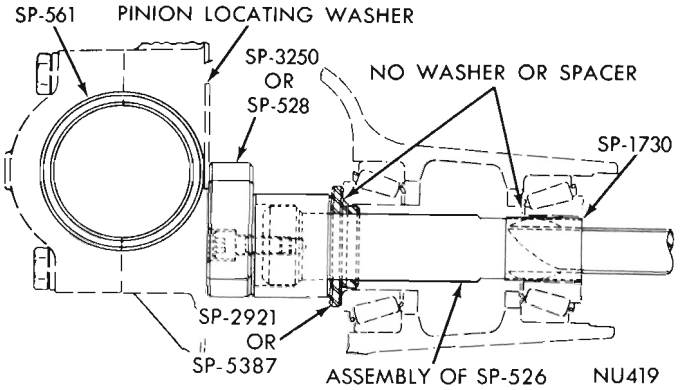

Fig. 31—Tool C-758-D4 Installed in Housing (8-3/4" Large Pinion)
(1) Assemble spacer SP-2921 to main section of tool followed by spacer SP-1730. Install rear pinion bearing cone over spacer SP-1730 and against spacer SP-2921 (Fig. 31).
(2) Insert assembly into carrier and install front pinion bearing cone over tool shaft and in its proper position in bearing cup. Install tool spacer, tool thrust washer and tool nut on shaft.
(3) With nose of carrier up, place flange holding Tool C-3281 on compression sleeve. Allow assembly to rotate while tightening nut to not more than 25-50 foot-pounds. **Always make sure bearing cones are lubricated with hypoid gear lubricant.**
(1) Assemble spacer SP-5387 to main section of tool followed by spacer SP-1730. Install rear pinion bearing cone over spacer SP-1730 and against spacer SP-5387 (Fig. 31).
(4) Turn tool several complete revolutions in both directions to permit bearing rollers to seat. After bearing rollers are properly seated, check bearing preload by rotating tool with an inch-pound torque wrench. The correct bearing preload should be from 20-30 inch-pounds for new bearings and 0-15 inch-pounds for the original bearings.